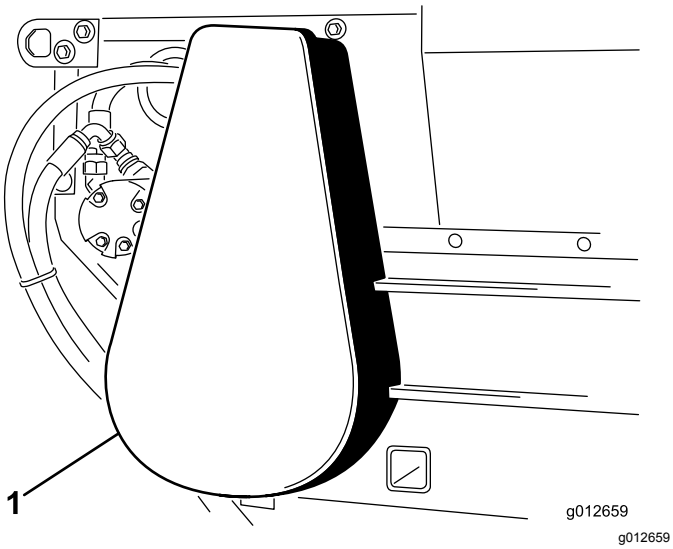

Figur 18
2. Ta bort kedjehuset (Figur 18).
6. Montera kedjehuset (Figur 18).